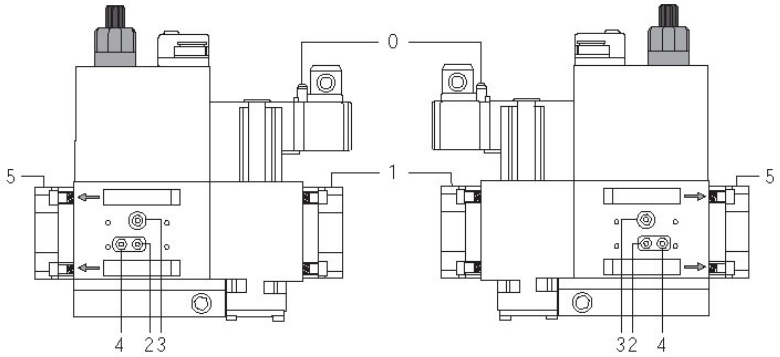
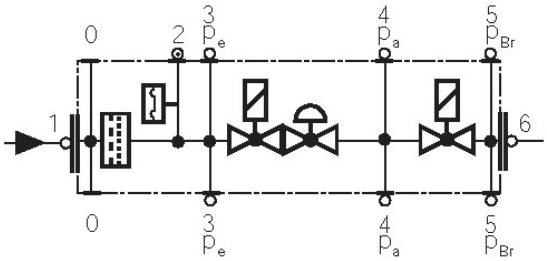

Fig. 25
Fig. 26
- Pulire o sostituire il filtro se la differenza di pressione fra i punti 1 e 2 (Fig. 25-Fig. 26) $\Delta p > 10$ mbar.